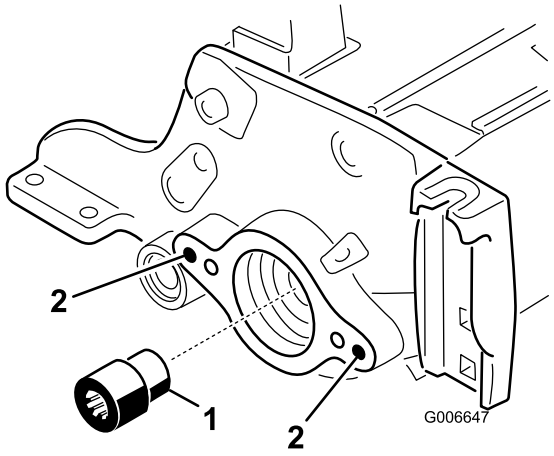

Figura 22
19. Utilizzando l'utensile per l'albero di trasmissione del cilindro, togliete l'inserto scanalato dal lato motore del cilindro dell'albero del cilindro (Figura 22). Utilizzate l'utensile per l'albero albero di trasmissione cilindro, Pezzo n° TOR4074. Togliete tutto il grasso dal foro filettato in cui si trovava l'inserto scanalato.
20. Montate il nuovo inserto scanalato (più lungo) sull'albero del cilindro (Figura 22). Prima di montare l'inserto, spalmate del Loctite blu sui filetti. Serrate a 115-129 N·m.